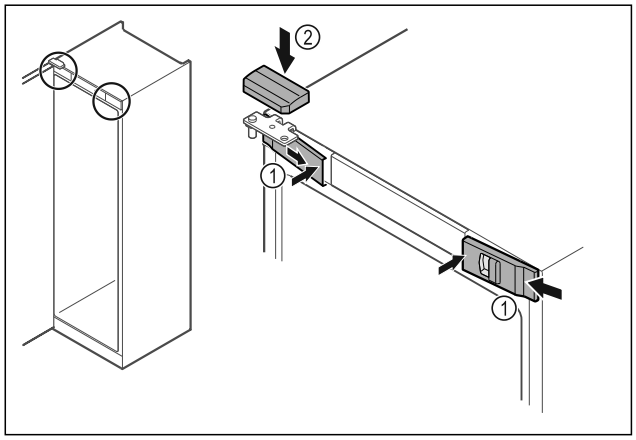

Fig. 44
- ▶ Acroșați apărătorile frontale *Fig. 44 (1)* lateral și fixați-le în poziție la interior.
- ▶ Fixați în poziție apărătoarea superioară *Fig. 44 (2)* de sus.